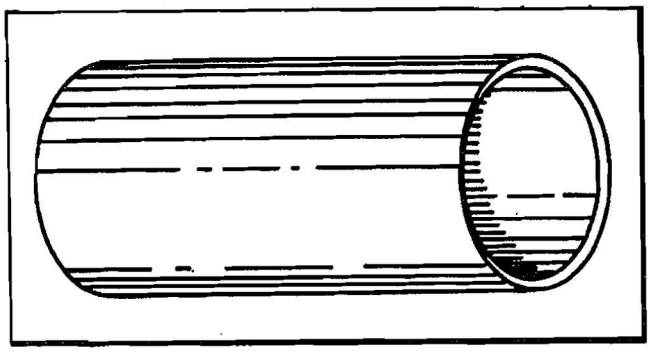

Figure 113—Cylinder Bore Protector
f. Soft grit blast interior and exterior cylinder head surfaces. Use a protector in the cylinder bore. See figure 113. Remove carbon and lead deposits accumulating in the annulus between the cylinder head and the end of the cylinder barrel with a motor driven wire brush. Clean the outside of the attaching flange by wire brushing. Chase stainless steel spark plug insert threads with a standard tap. Thoroughly wash cylinders in petroleum solvent and dry.